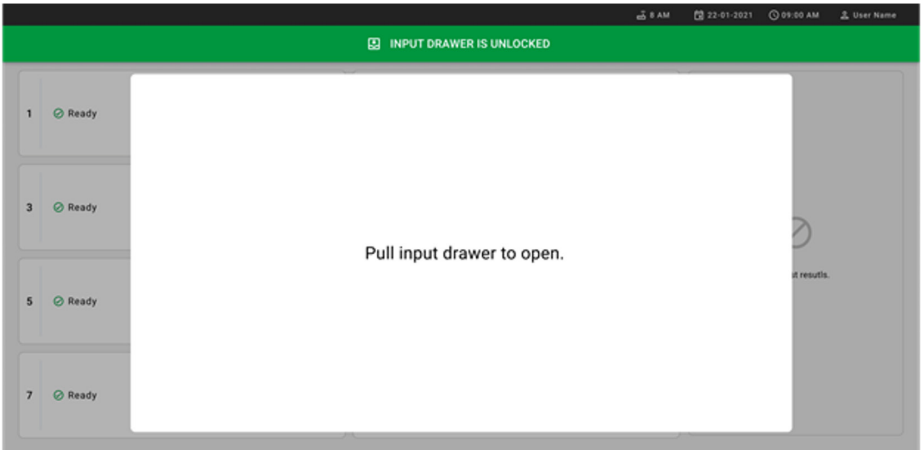

Рисунок 20. Диалоговое окно Input drawer open (Открытие ящика для ввода).
6. При появлении соответствующего запроса потяните input drawer (ящик для ввода) на себя, чтобы открыть его (рисунок 20).